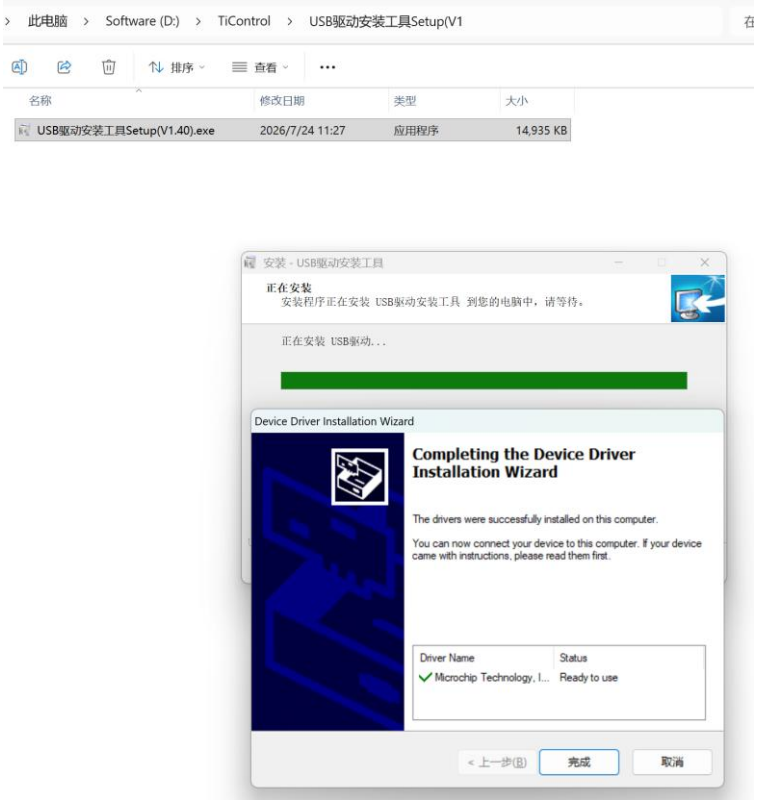
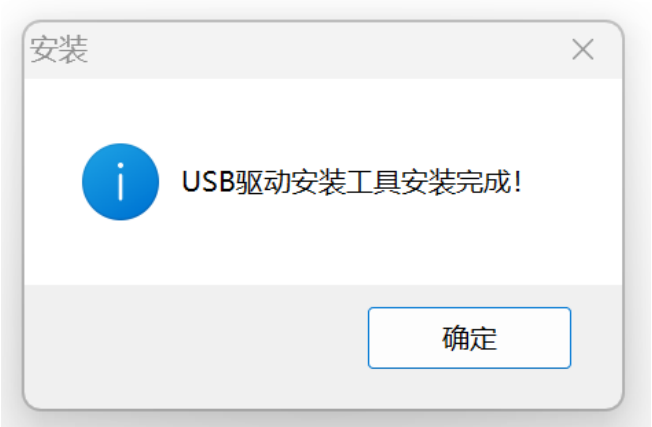

图 9-2　USB 驱动安装流程图
图 9-3 驱动安装成功示意图
2. USB 转 CAN 驱动安装。在我司官网下载驱动工具（USB 驱动安装工具 Setup），最新的上位机调试软件，解压压缩包。鼠标双击驱动程序进行驱动安装，驱动安装流程图如图 9-2 所示，安装成功示意图如图 9-3。